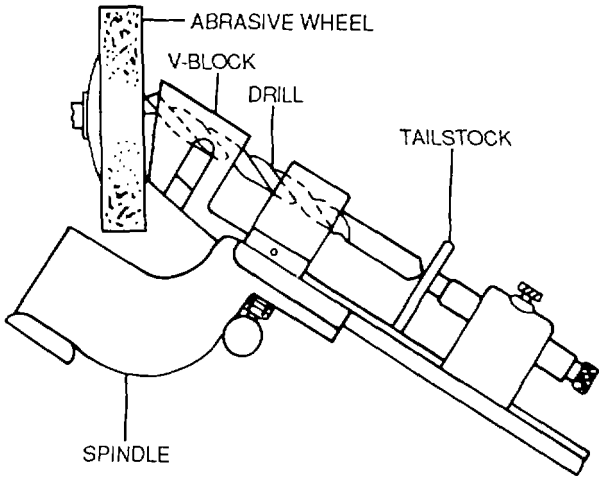

Figure 4-85. Machine Grinding a Drill Bit
(1) Machine grinding. The most accurate way to grind a drill is to use a machine designed for this purpose, shown in figure 4-85. This type of grinding is accomplished as follows:
(b) Place the drill bit on the V-blocks of the holder, shown in figure 4-85, and turn so that the drill cutting edge will contact the grinding wheel.